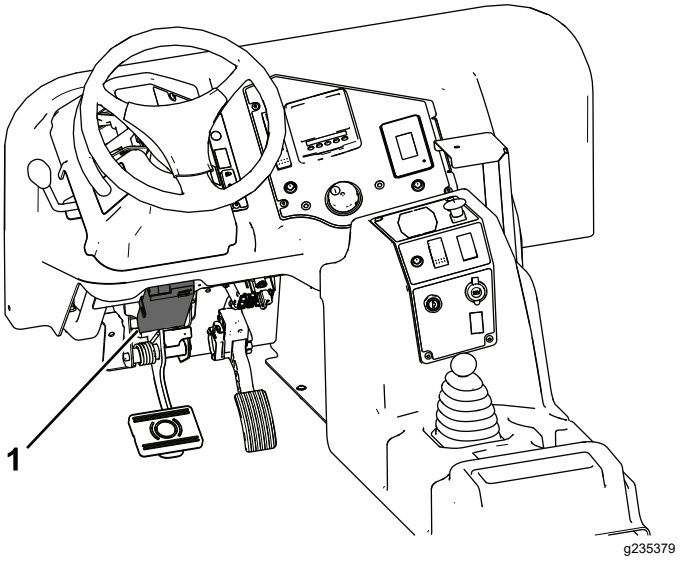

Rysunek 8
1. Zamocuj sterownik hamulcowy (Rysunek 8) w obszarze przy lewym dolnym narożu deski rozdzielczej, używając do tego 2 śrub (nr 10 x ⅞ cala) i nakrętek (nr 10).